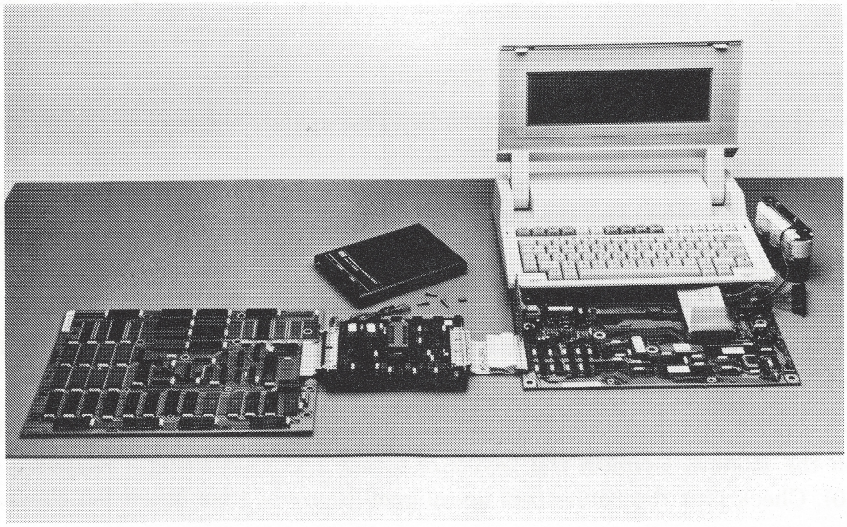

Figure 7-3. Checking the Diagnostic Module
3. Connect the I/O PCA to the cable extending from the module. Connect the system PCA cable to the receptacle on the module. Connect the keyboard to the I/O PCA using a keyboard extension cable (00090-60910). Check that the connectors are aligned properly. (See figure 7-3.)
3. Connect the I/O PCA to the cable extending from the module. Connect the system PCA cable to the receptacle on the module. Connect the keyboard to the I/O PCA using a keyboard extension cable (00090-60910). Check that the connectors are aligned properly. (See figure 7-3 above.)